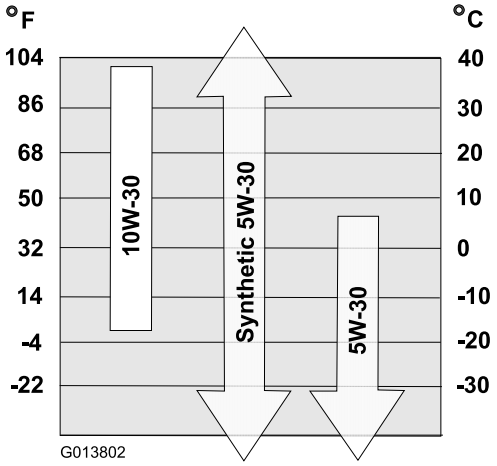

Rysunek 20
6. Wykorzystaj Rysunek 20 poniżej, aby wybrać najlepszą lepkość oleju dla spodziewanego zakresu temperatur na zewnątrz: